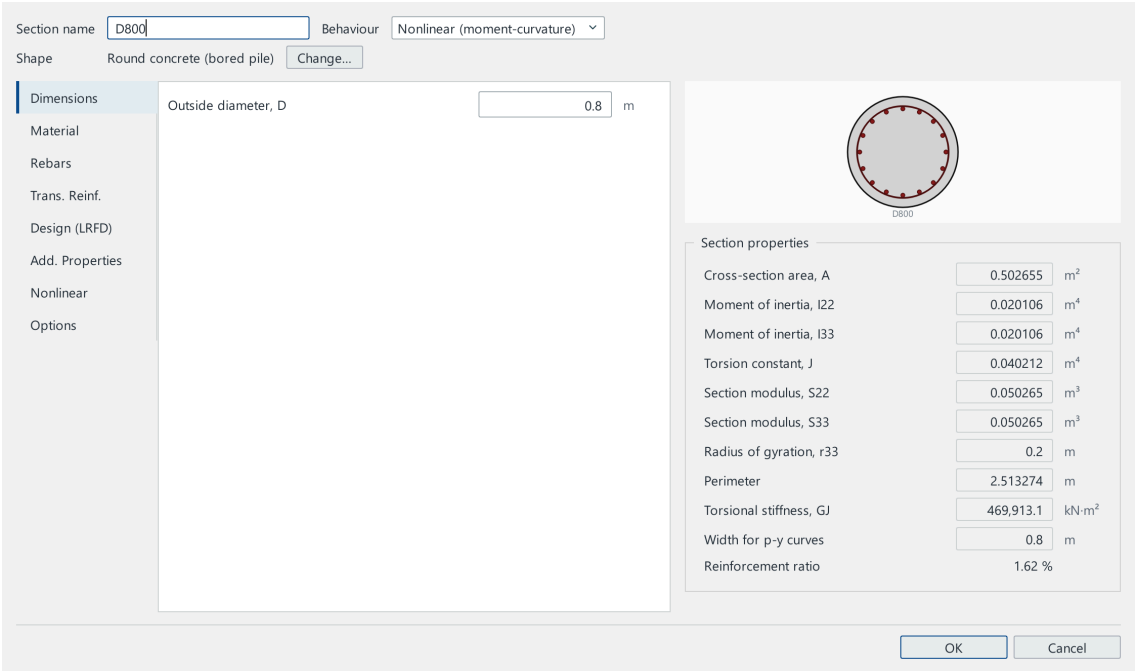

Figure 16.58 — Example 12 — the nonlinear section D800 in Pile Section Data
3. **Define** ▸ **Sections** ▸ **Pile Sections…**: the elastic section *D800* for the first set of runs; for the second set the nonlinear section *Round concrete*, diameter 0.8 m, 16 bars, rebar material *Rebar 420*, thrusts 0, 1 000 and 2 000 kN on the tab Nonlinear (Figure 16.58). Assign it to all piles.